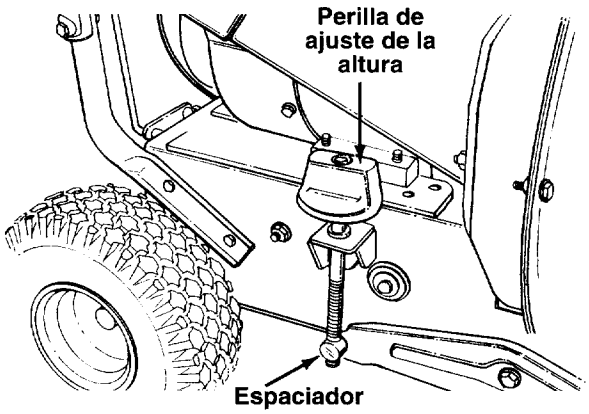

FIGURA 10.
A. La perilla de ajuste de altura está ubicada en el lado derecho de la astilladora-aspiradora. Vea la figura 10 para su ubicación real. El ajustar la altura aquí elevará o bajará también la altura de la boquilla. Vea la sección próxima, para un ajuste adicional de la altura de la boquilla para controlar el flujo.